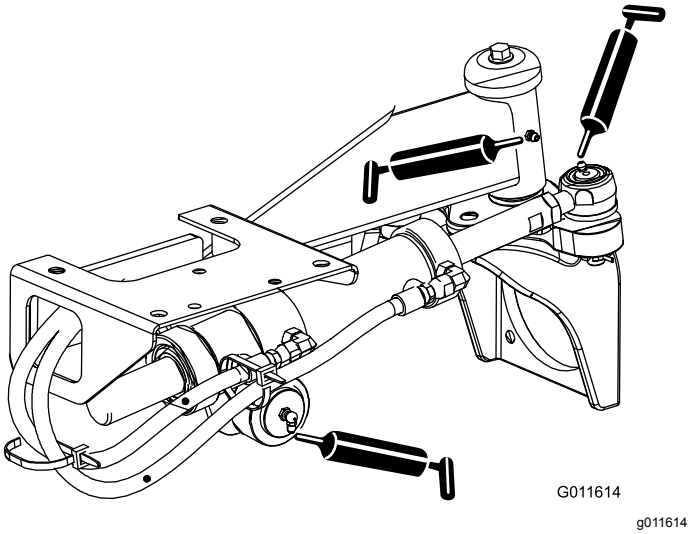

Figur 53
- Styretøjscylinderens kugleled (2) og bagaksel (1) (Figur 53)